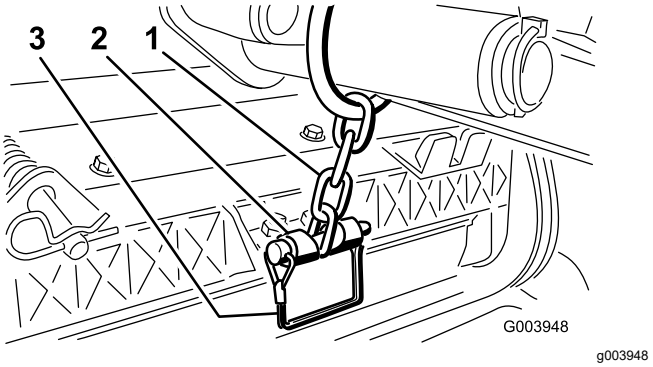

Figur 19
13. Fest løftearmkjedet til kjedebraketten med låsestiften (Figur 19). Bruk det antallet kjedekoblinger som angis i klippeenhetens *brukerhåndbok*.